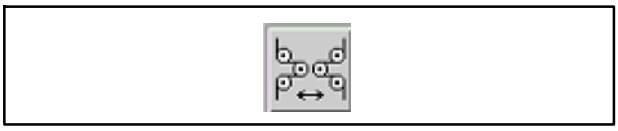

Fig. 33 Bouton tactile Unités danseur
2. Effleurer le bouton tactile Unités danseur (Fig. 33) et présélectionner le mode de fonctionnement avec cadencement (= bouton tactile représenté actionné